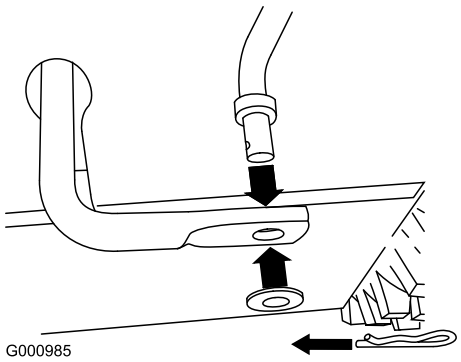

Figur 10
1. Ta bort hårnålssprinten och brickan från hastighetskontrollstångens nedre ände, och för in stångens nedre ände i den nedre länkarmen så att hastighetskontrollstångens böjda ände är vänd bakåt (Figur 10).